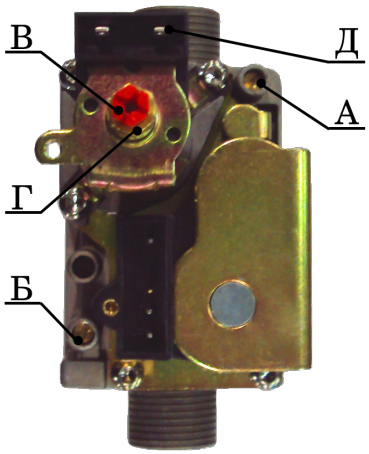

Рис. 6 Регулятор подачи газа
- снять пластмассовый колпачок с регулировочных винтов В и Г (см. рисунок 6).